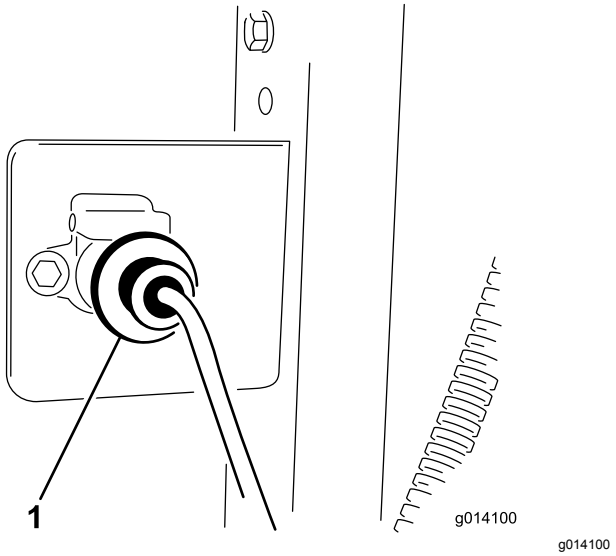

Figur 10
3. Säkra kablagekontakten vid fästet med 2 bultar (¼ x 1 tum) och muttrar (Figur 10).
5. Fäst basenhetens kablage vid bogserfordonets kablage (Figur 10). Kontakten sitter vid hydraulslangen som är kopplad till bogserfordonet.